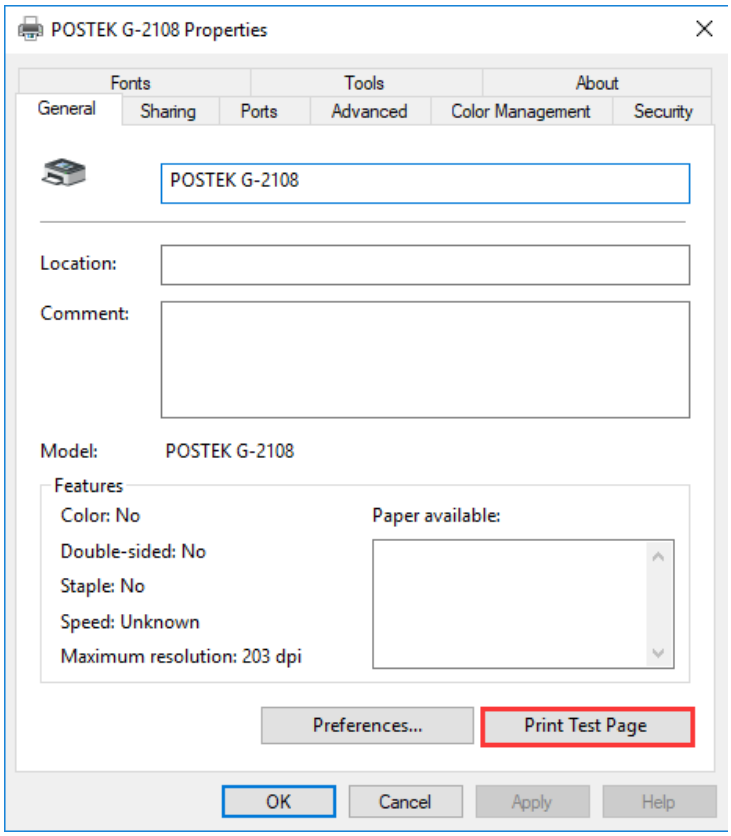

Figure 2-22 Print Test Page
9. Print a test page to see whether the printer is connected properly, as shown in Figure 2-22.